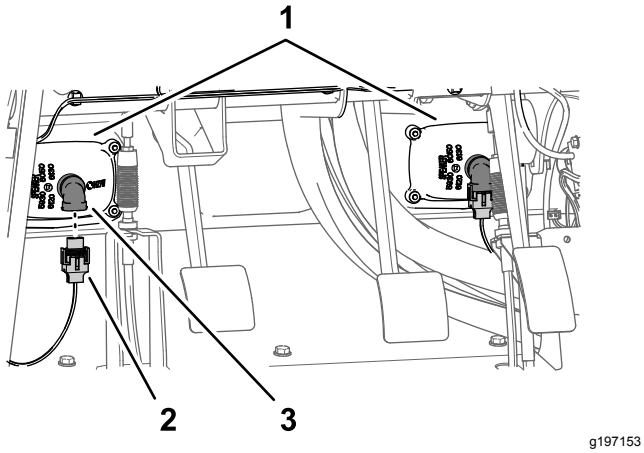

Figur 217
3. Tilslut de 2 elektriske stik (med 2 sokler) på maskinens ledningsnet til stikkene med 2 ben på venstre og højre forlygte (Figur 217).
1. Ret inderskærmens afskærmning ind efter øverste venstre og nederste venstre stelrør (Figur 217).